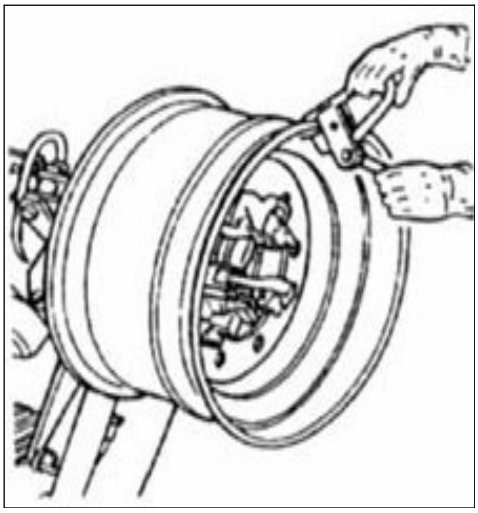

Fig. 19
3) Fixar o alicate na posição mais elevada da parte exterior da jante da roda (ver ***Fig. 19***)